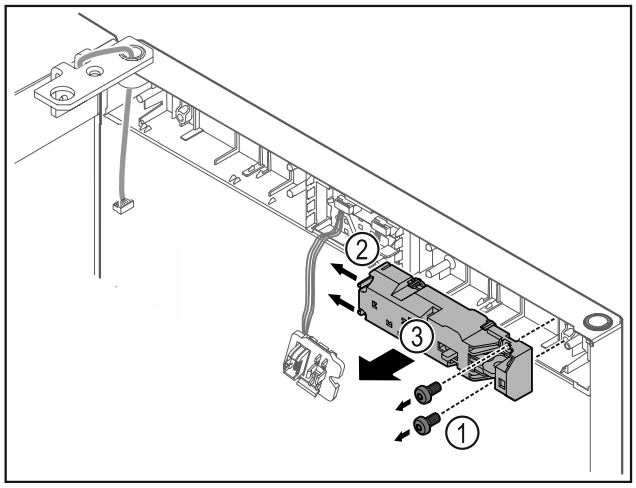

Fig. 12
▶ Îndepărtați *Fig. 12 (1)* șuruburile.
▶ Apăsați ciocurile de fixare *Fig. 12 (2)* în lateral și detașați încuietoarea de la distanță *Fig. 12 (3)*.